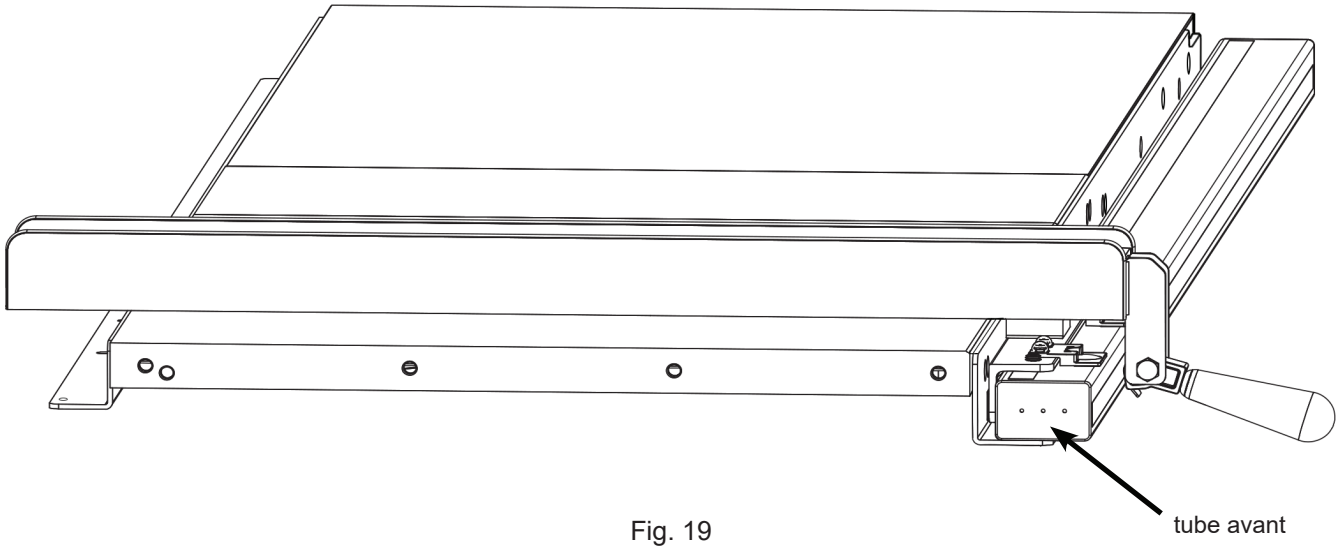

Fig. 19
19. Les trous au bas du rail avant sont surdimensionnés pour vous permettre de régler la position du tube sur le rail. Pour placer le tube dans la bonne position, tirez d'abord le tube avant de la table aussi loin que possible. Ensuite, placez votre clôture sur le tube près de l'extrémité gauche (voir Fig. 19).